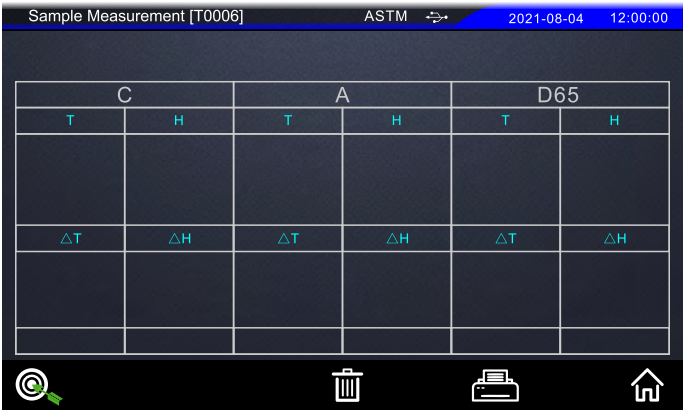

Figure 36 Change the standard record being viewed to the current standard
3. Click "Tolerance" to set the tolerance for the standard, as shown in Figure 36. If you do not modify the standard tolerance, the current standard tolerance defaults to the system tolerance. The tolerance setting when viewing the standard sample is the same as the tolerance setting method when measuring the standard, please refer to section 2.4.1.